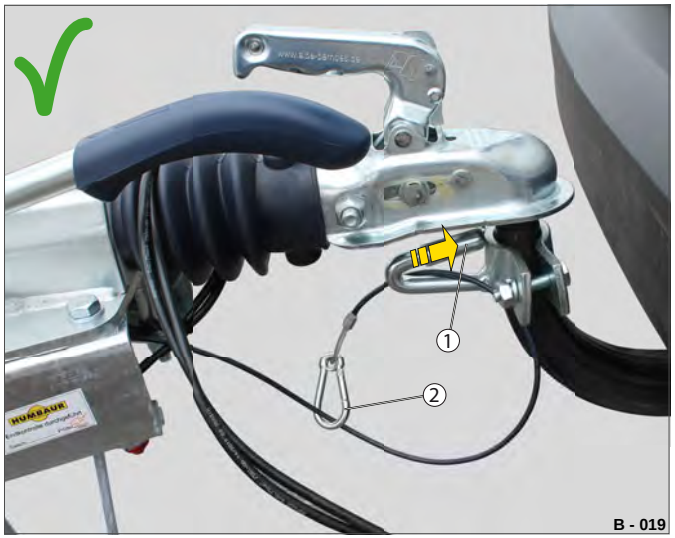

Fig. 18 Sikkerhedswire sikret
▶ Kontrollér, at karabinhagen (Fig. 18 /2) er lukket.